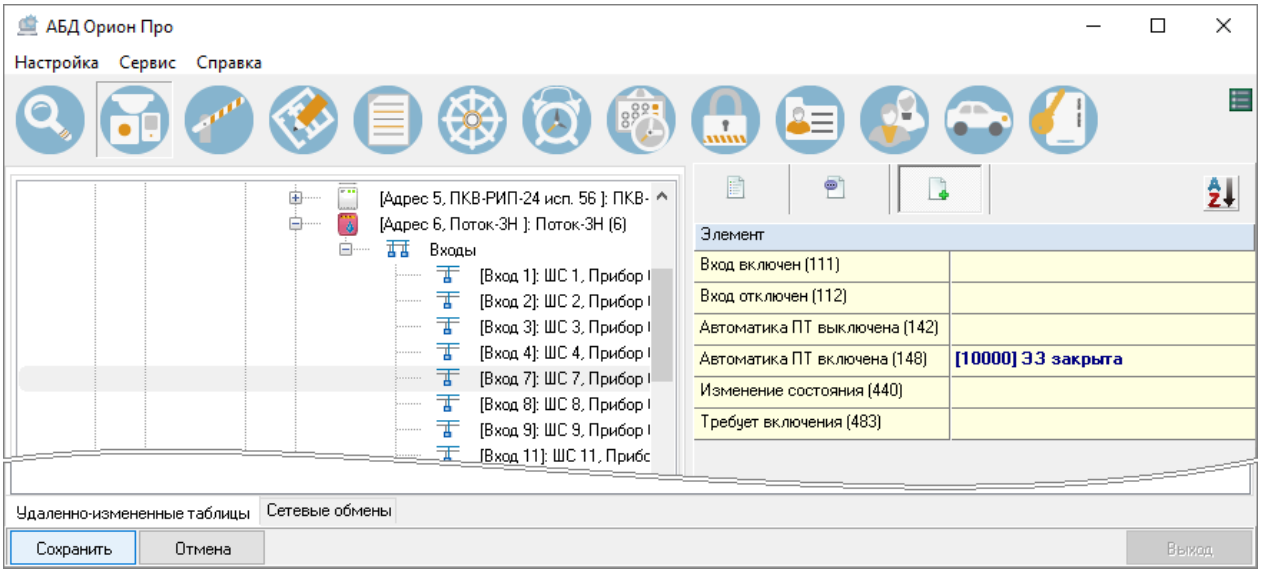

Рисунок 6-48 Сохранение переименования события системы
8) нажмите кнопку «Сохранить» в нижней части окна для сохранения сделанных изменений (см. Рисунок 6-48).